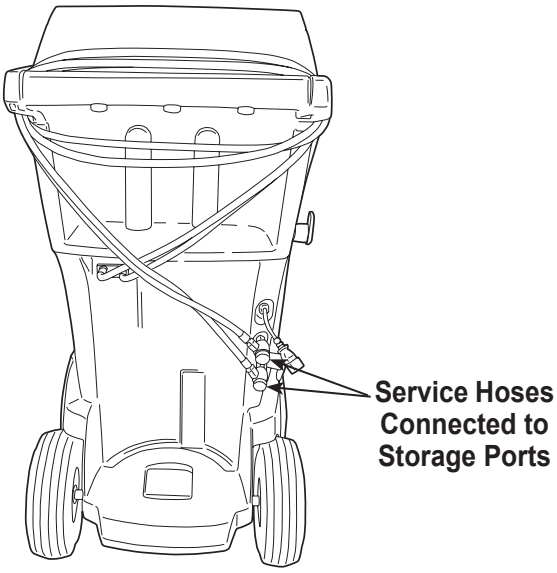

Figure 1
2. When prompted, connect the service hoses from the machine to their storage ports as shown in Figure 1. Select ▶▶ to continue.